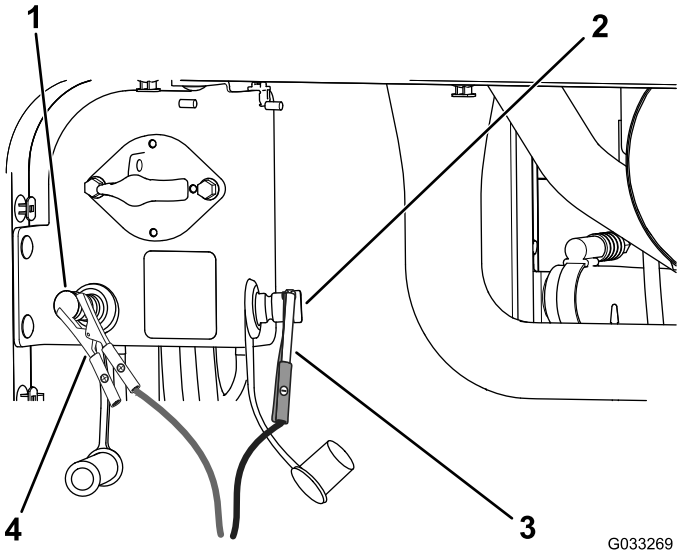

Bild 106
4. Schließen Sie das Plus-Starthilfekabel (+) am positiven Starthilfepol an (Bild 106).
5. Schließen Sie das Minus-Starthilfekabel (-) am negativen Starthilfepol an (Bild 106).
7. Wenn der Motor anspringt, sollte die andere Person das Minus-Starthilfekabel (-) vom Rahmen und dann das Plus-Starthilfekabel (+) abklemmen (Bild 106).